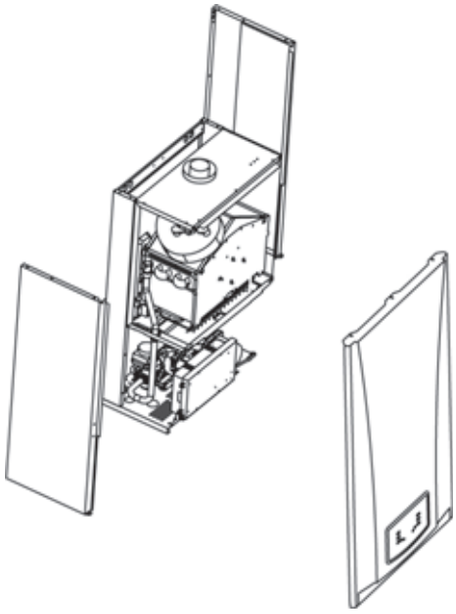

Рисунок 4-1
4. Отвинтите винты, которыми крепится приборная панель. Поднимите панель наружного корпуса так, чтобы крепежные петли освободились. Снимите панель наружного корпуса (Рисунок 4-1).